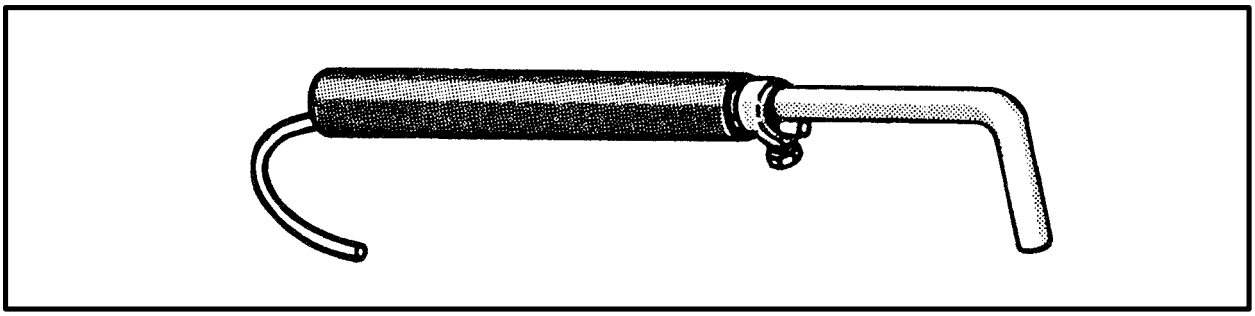

*Figure D-3. Static Discharge Wand Hook*
•Bend the last two inches of the rod 90 degrees to form a hook to connect to the helicopter cargo hook (Figure D-3).